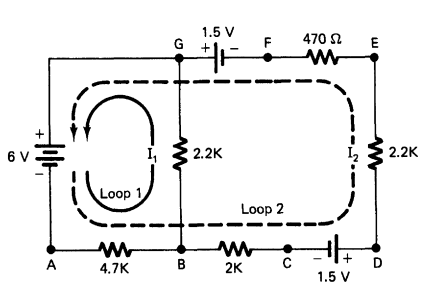

FIGURE 3-7B Circuit with multiple voltage sources.
1. Construct the circuit shown in Fig. 3-7B. Use 10 V from the power supply and two dry cells as power sources. Check each dry cell under load to assure that they are good.